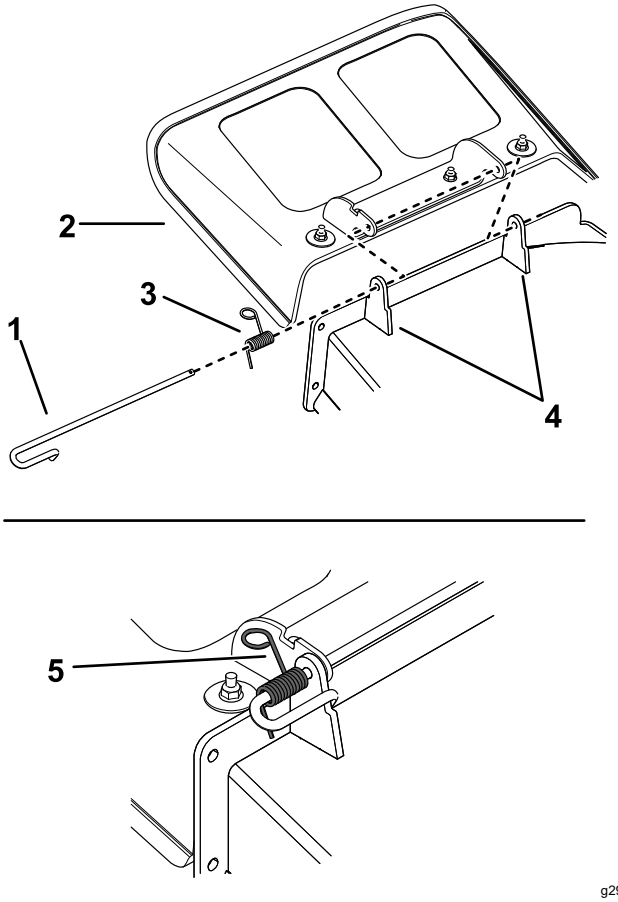

Figur 78
1. Fjern hårnålssplinten fra enden på stangen (Figur 78).
2. Koble fjæren fra hakket i avlederbraketten og før stangen ut av de sveisede klippeenhetsbraket-tene, fjær og utslippsavlederen (Figur 78).
9. Fjern hårnålssplinten til enden av stangen (Figur 78).